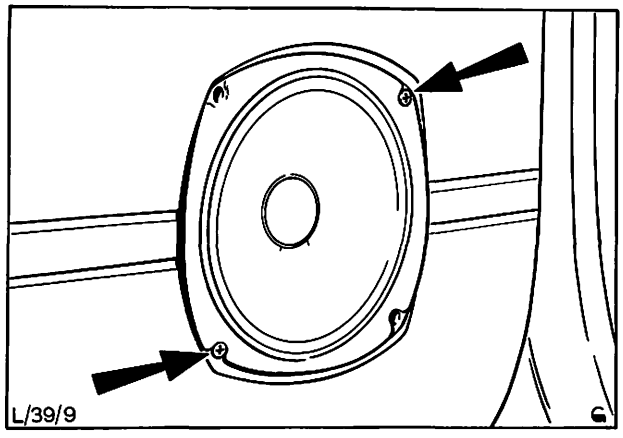

Abb. 19 Kreuzschrauben – Lautsprecher
4. Zwei Kreuzschrauben entfernen, Abb. 19, Kabel an der Rückseite des Lautsprechers abklemmen und Lautsprecher ausbauen.